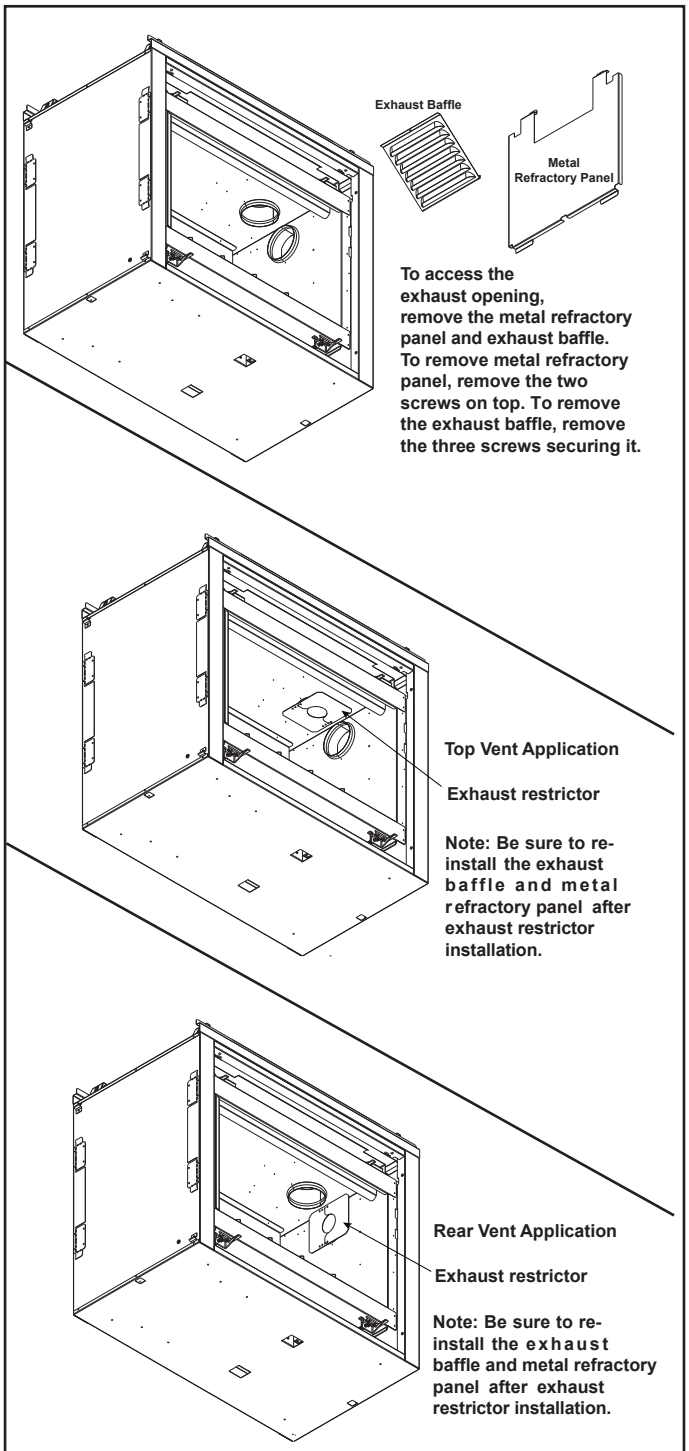

Figure 4.17
1. Remove metal refractory panel and exhaust baffle from pilot side of appliance. To remove the refractory panel use a 1/4 inch nut driver and remove the two screws that secure it in place. To remove the exhaust baffle, remove the three screws securing it in place. See Figure 4.17.